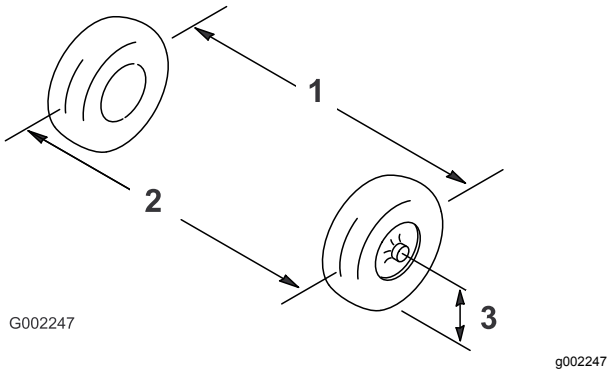

Figur 83
2. Mät avståndet mellan de båda framhjulen vid axelhöjd, både framtill och baktill på hjulen (Figur 83).
8. Starta motorn med locket sittande löst på kylaren (Figur 83).